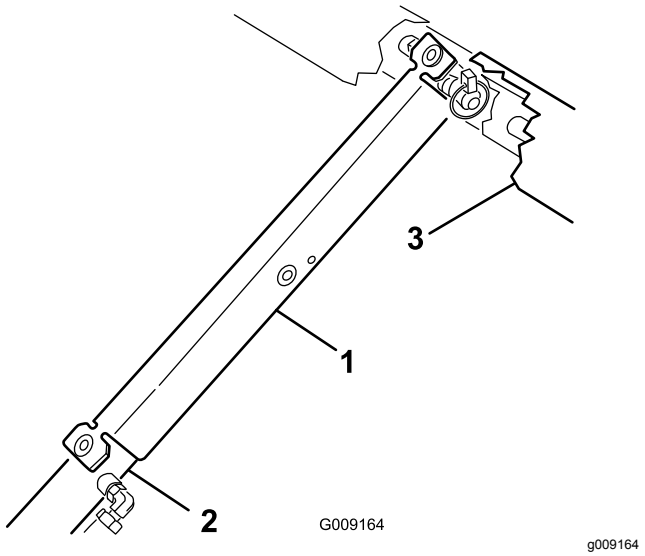

Figur 79
8. Skub ladstøtten ned over cylinderstangen, og sørg for, at tapperne på støtteenden hviler på enden af cylinderløbet og stangenden af løftecylinderen (Figur 79).